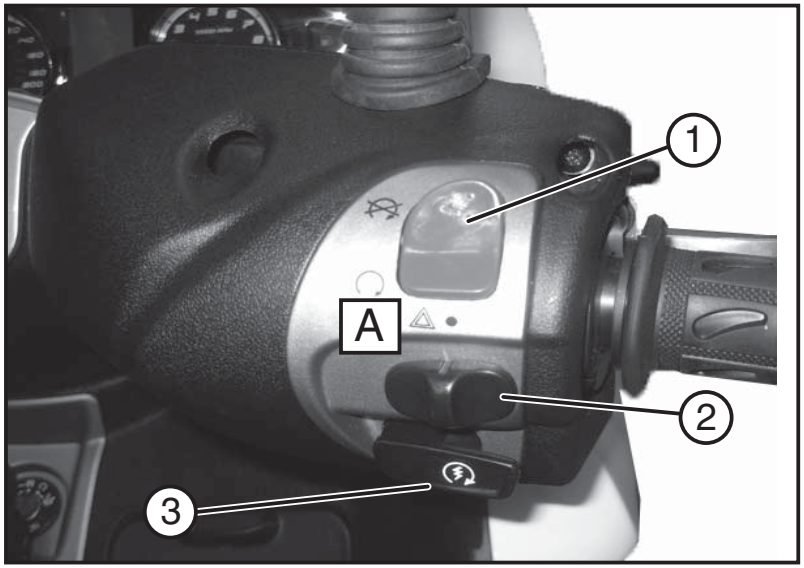

Fig. 01 QSI0078
4.10 COMANDI DESTRI AL MANUBRIO (Fig. 01)